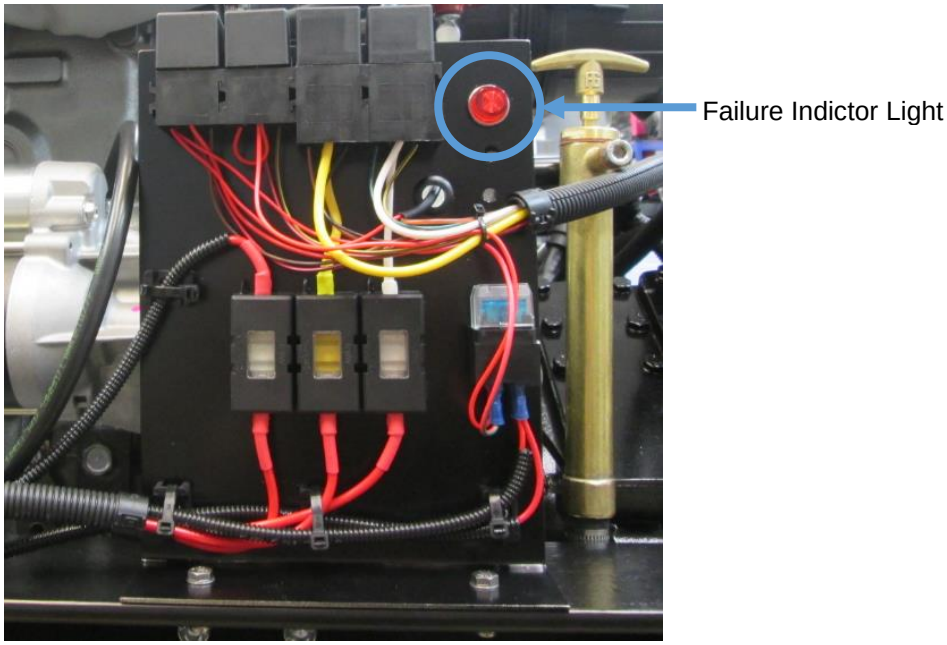

Figure 22: Failure Indicator Light
- If a fault occurs with the engine, the failure indicator light **(Figure 22)** will start flashing. The sequence in which the failure indicator light starts to flash will indicate the fault that has occurred.